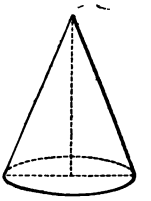

FIG. 55.
94. A **cone** (Fig. 55) is a solid whose base is a circle and whose convex surface tapers uniformly to a point called the **vertex.**